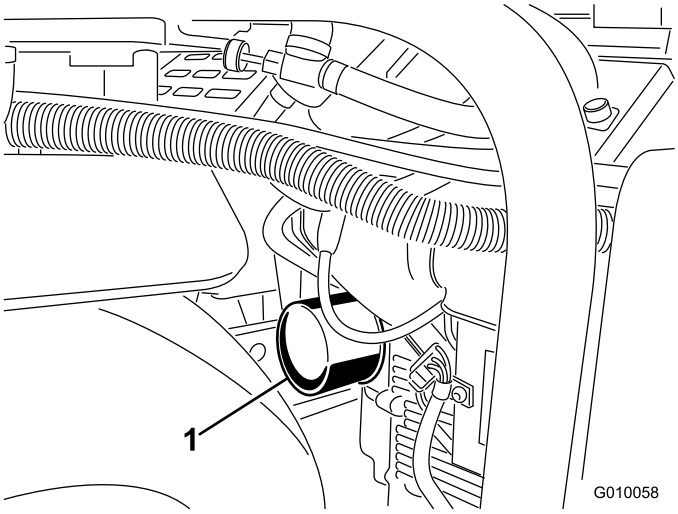
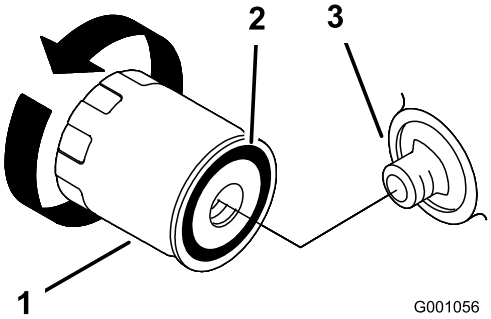

Figur 47
Figur 48
6. Sätt ett grunt kärl eller en trasa under filtret för att fånga upp oljan (Figur 47).
7. Ta bort det gamla filtret (Figur 47 och Figur 48) och torka rent ytan på filteradapterpackningen.